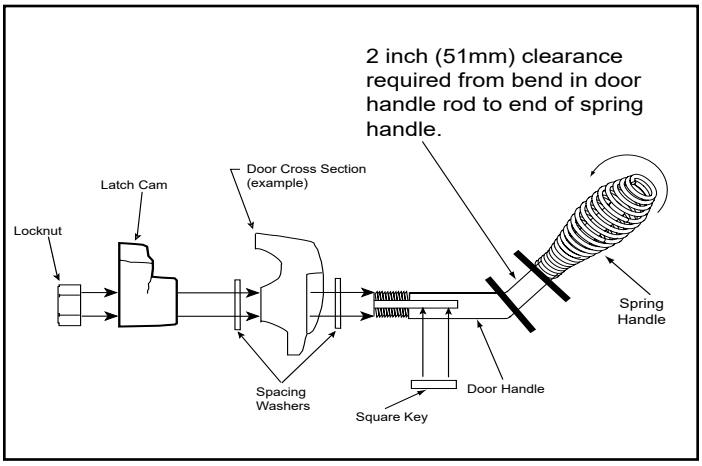

Figure 22.2
3. Install second washer(s) as shown in **Figure 22.2.**
7. Install spring handle turning in a counter-clockwise motion to **required** 2 inch (51mm) clearance location on door handle rod (**Figure 22.2).**